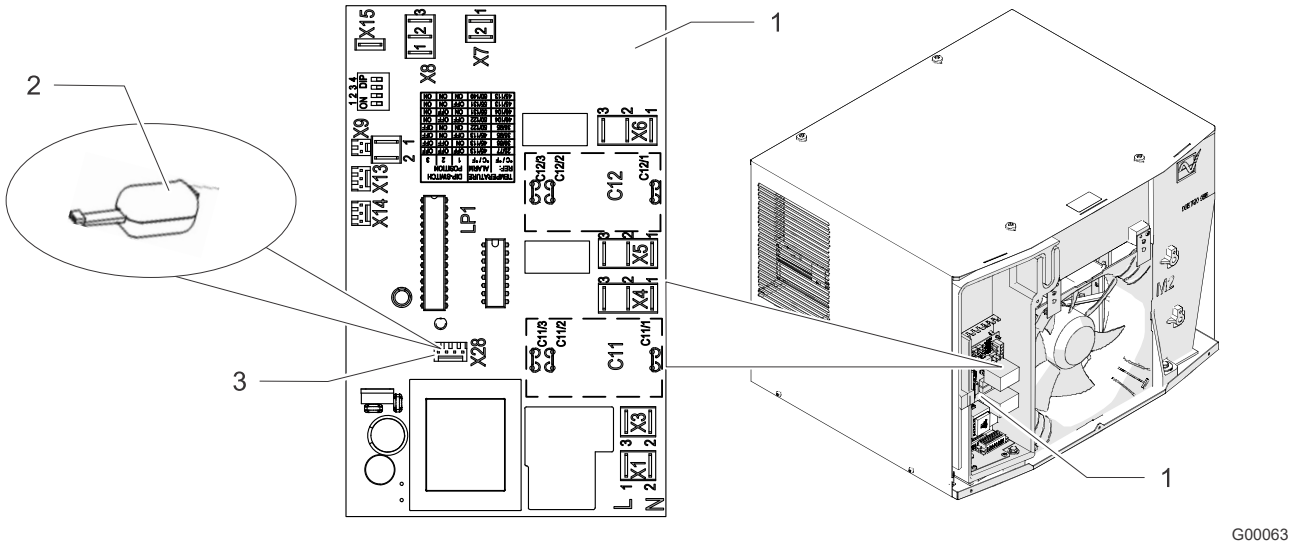

Abb. 28: Serviceschnittstelle
- Der Anschluss für den USB-Adapter (Abb. 28, Pos. 2) ist auf dem Schaltplan mit dem Betriebsmittelkennzeichen X28 (Abb. 28, Pos. 3) markiert.
Die Controller-Platine (Abb. 28, Pos. 1) mit der Serviceschnittstelle X28 (Abb. 28, Pos. 3) ist zugänglich.
2. Den USB-Adapter (Abb. 28, Pos. 2) an der Serviceschnittstelle X28 anschließen.